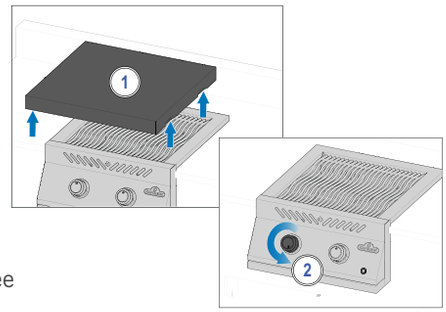

Afb. 2
4. Als de brander niet gaat branden, draai de bedieningsknop dan met de klok mee naar de UIT-stand. Wacht 5 minuten. Herhaal stap 2 en 3. (Afb. 2)